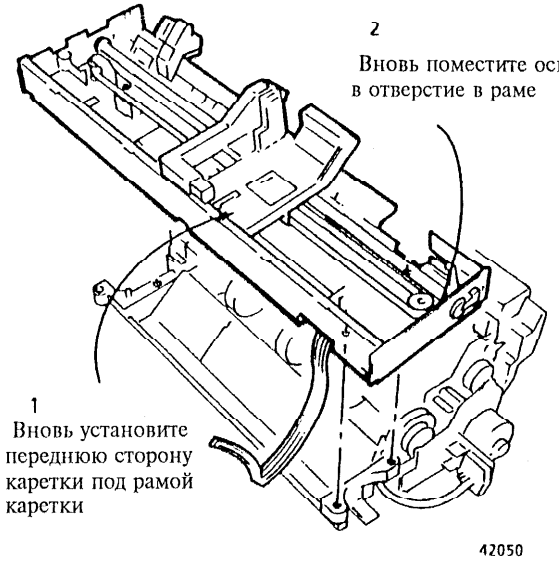

Рис. 2 Установка каретки
3. (Рис. 2): Убедитесь, что передняя сторона каретки расположена под выступом рамы каретки, в то время как ось помещена в отверстие в раме каретки. Вновь установите клипсу.